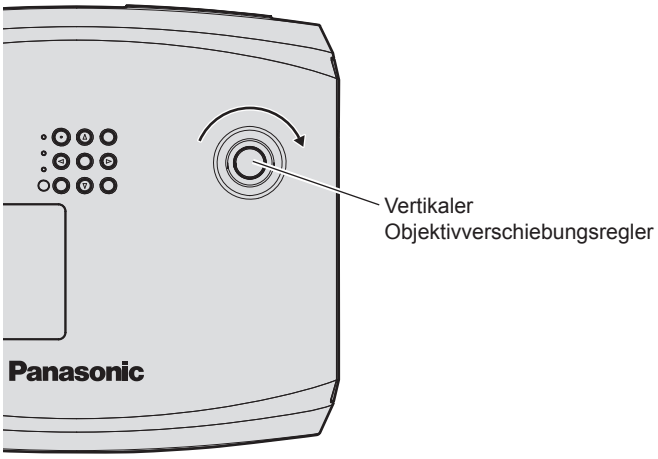

Fig. 2
3) Stellen Sie die vertikale Verschiebung ein. (Abb. 2)